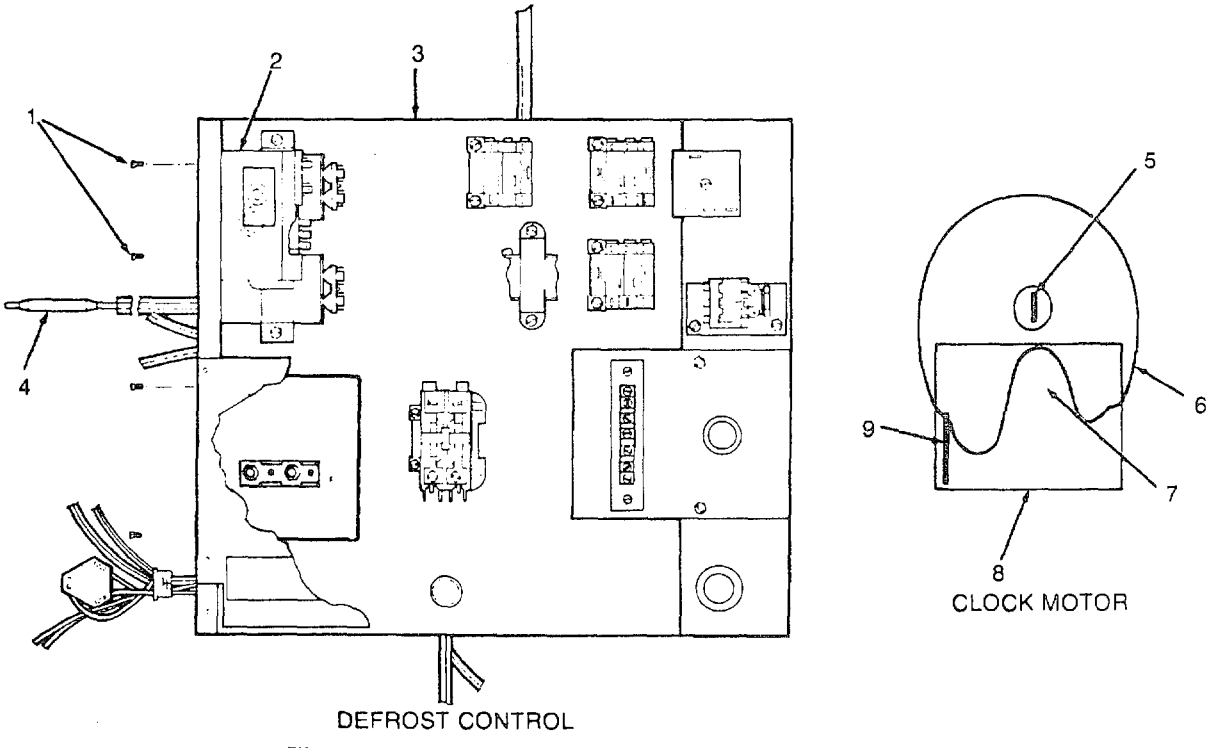

Figure 4-32. Defrost Control and Clock Motor.
(1) Check the two screws (1, Figure 4-32) attaching the defrost control (2) to the control box (3). Tighten if required.
(2) Install the control box cover. See para 4-23.
(3) Install both front door assemblies. See para 4-17.
(4) Install left side door assembly. See para 4-19.
(1) Mix rock salt, Ice, and water in Insulated container to form brine solution. Bring temperature of brine solution below 26 degrees Fahrenheit (-3 degrees Centigrade).
(2) Remove sensing bulb (4, Figure 4-32) from mounting bracket on left side of the outdoor coil assembly. Submerge sensing bulb in brine solution.
(3) Apply power to system. Set thermostat to heat.
(1) Tag and disconnect all wires to the defrost control. See Figure 4-32.
(2) Remove the two screws (1) from the defrost control (2) and pull the defrost control out of the control box (3). Feed the sensing bulb (4) up out of bracket on left side of outdoor coil, through the compressor base pan.
(1) Install the defrost control (2, Figure 4-32) in the control box (3) with two screws (1).
(2) Connect the wires as tagged and remove tags.
(3) Feed the sensing bulb (4) down through the compressor base pan and slip it into the clip on the left side of the outdoor coil.
(4) Install the control box cover. See para 4-23.
(5) Install both front door assemblies. See para 4-17.
(6) Install left side door assembly. See para 4-19.